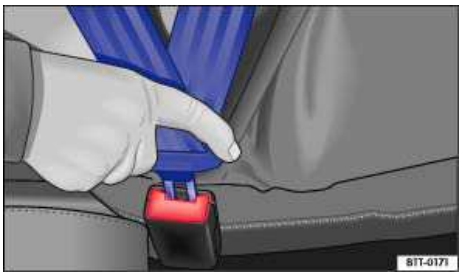

Fig. 60 Inserting the buckle tongue into the belt buckle.
- Insert the tongue into the correct buckle for your seat until you hear it latch securely ⇒ fig. 60.